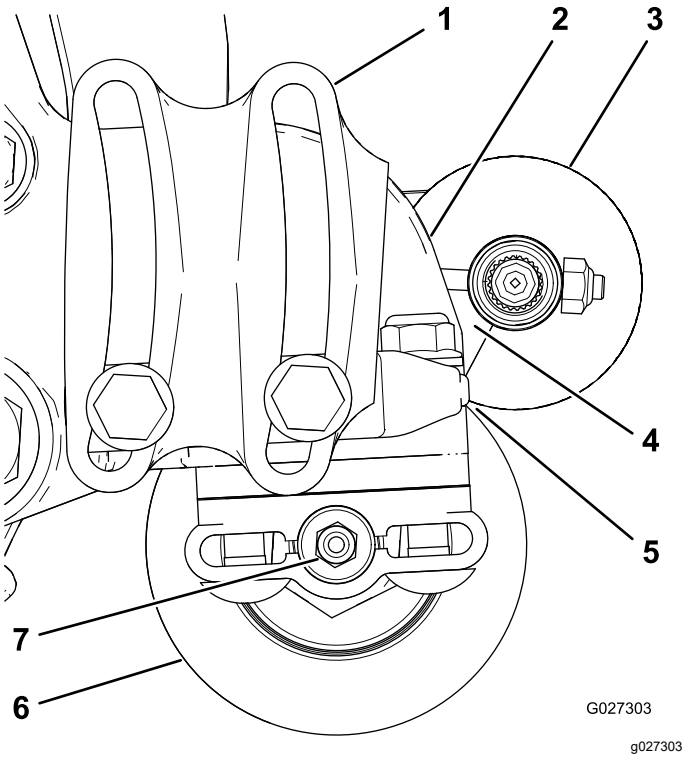

Rysunek 14
2. Ustaw szczotkę wałkową tak, aby ledwie dotykała lub opierała się o tylną rolkę (Rysunek 14).